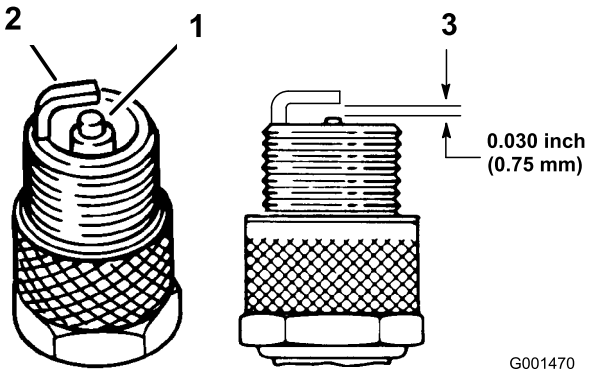

Figura 26
1. Observe o centro das velas de ignição (Figura 26). Se vir castanho claro ou cinzento no isolante, o motor está a trabalhar devidamente. Um revestimento preto no isolador geralmente significa que o filtro de ar está sujo.
3. Verifique a folga entre os elétrodos central e lateral (Figura 26). Dobre o elétrodo lateral (Figura 26) se a folga não estiver correta.
3. Ligue os fios às velas de ignição (Figura 26).